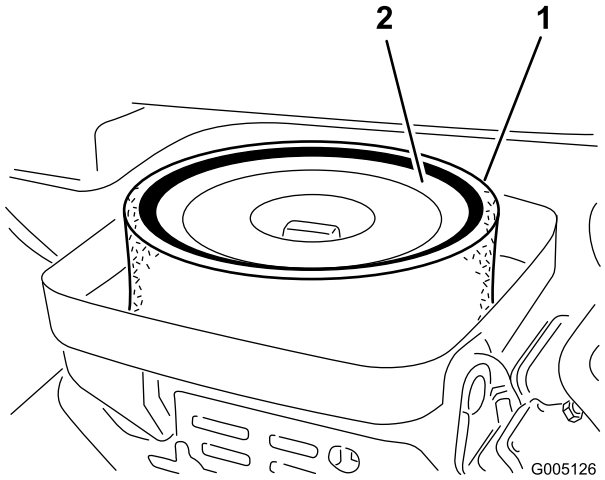

Figur 43
3. Hvis skumelementet er skittent, fjerner du det fra papirelementet (Figur 43). Rengjør den grundig, som følger: